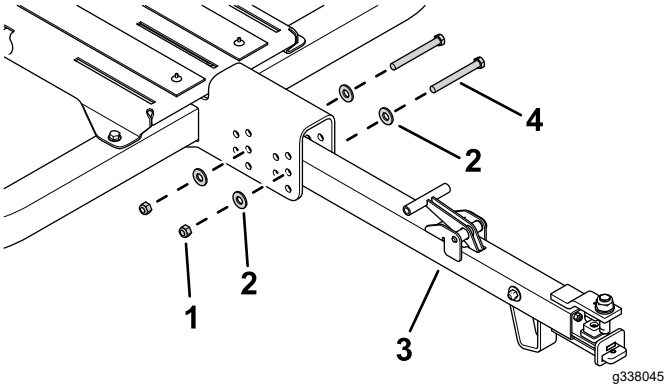

Figure 23
1. Use 2 bolts (7/16 inch), 4 washers, and 2 locknuts to secure the trailer tongue to the main frame (Figure 23).